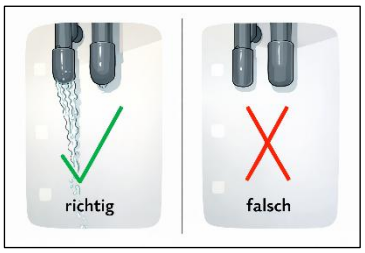

Figure 32, Return line
c) Adjust the calculated flow rates *(see Chapter 5.2.11)* at the angle seat valve *(pos. 91, p. 17)* of the feed system.
d) No water should now flow out of the return line *(Figure 32, Return line)* to the buffer tank. If water flows out, restrict the pressure-retaining valve by **turning the adjusting screw to the right** until no more water flows out.